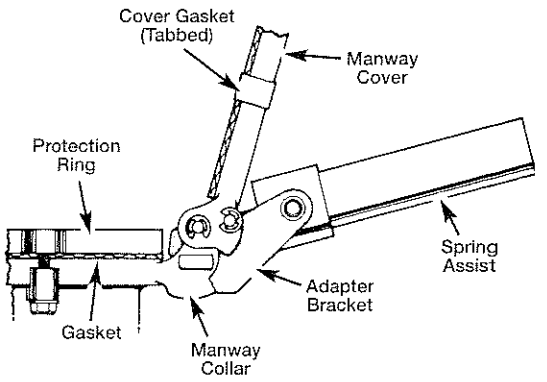

Figure 18: Spring Assist Installed on Adapter Bracket
5. Hinge-arm adapter brackets (quantity 2). See Figure 18.
7. Install Spring Assist as described in Section 2.2.6. Figure 18 shows a final assembly with bracket. Figure 18 shows a tabbed cover gasket recommended for convenience. However, conventional cover gaskets can be used.